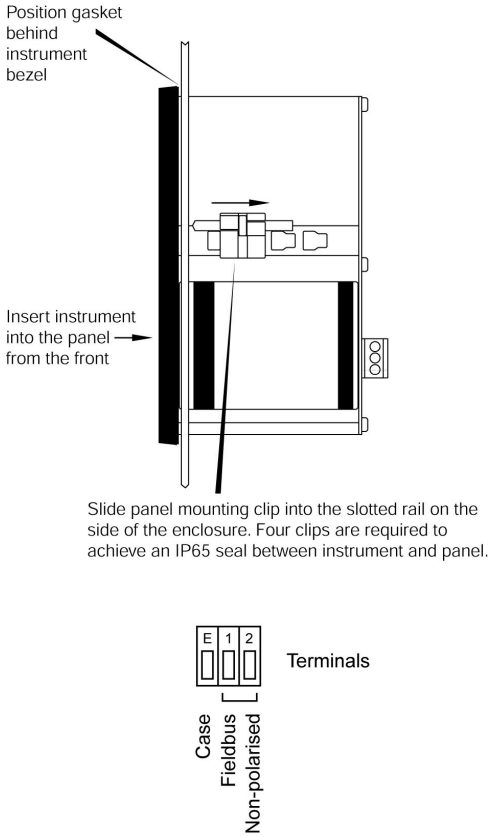

Fig 3 Installation and terminal connections
c. Connect the panel wiring to the rear terminal block as shown in Fig 3. To simplify installation, the terminals are removable so that panel wiring can be completed before the instrument is installed. To simplify installation, the terminals are removable so that panel wiring can be completed before the instrument is installed. To prevent vibration damage **ensure that panel wirng is supported.**